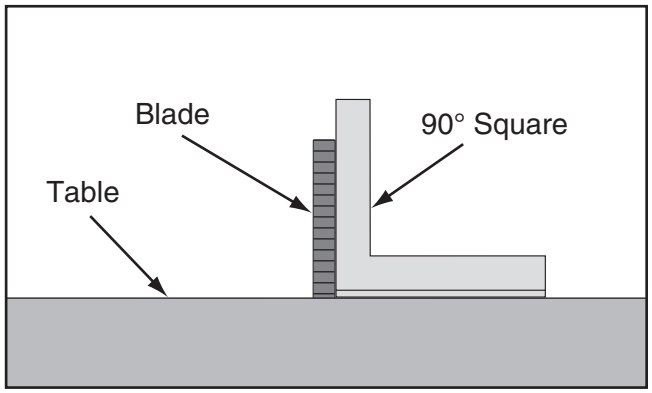

Figure 110. Checking blade at 90°.
3. Place 90° square against table and blade so it contacts blade evenly from bottom to top, as shown in **Figure 110**. Make sure blade tooth does not obstruct placement of square.
6. Place square against blade, as shown in **Figure 110**, then adjust blade until it is perfectly square to table.